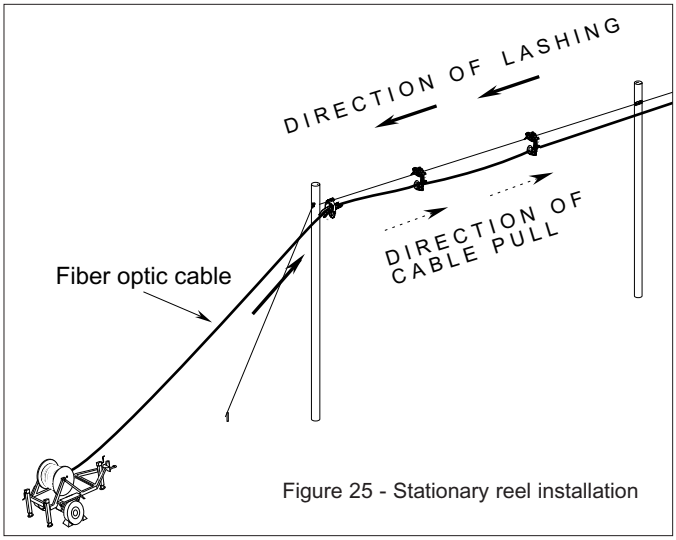

Figure 25 - Stationary reel installation
7.1 In a stationary reel or "back-pull" installation, the cable is placed via at least two distinct operations (Figure 25):